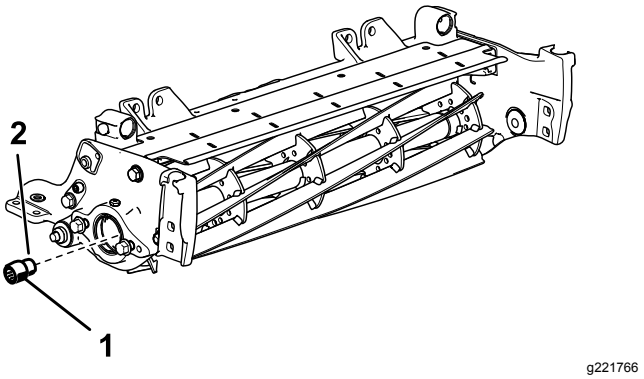

图4
8. 将中等强度防松螺纹油如蓝色 Loctite® 243 乐泰胶涂在新的花键插入件较长端的螺纹上然后仅固定到滚刀马达侧的滚刀轴上。图4上紧插入件扭矩至 115128N·m。